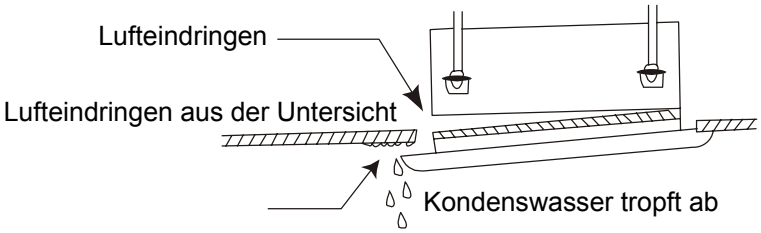

Abb. 5
1. Falsch eingedrehte Schrauben können Probleme verursachen, wie aus Bild 5 ersichtlich ist.